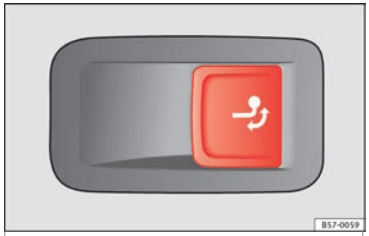

Fig. 219 On the right side of the luggage compartment: button for unlocking the tow hitch.
- Pull the ››› Fig. 219 button briefly. The tow hitch unlocks electrically and automatically turns outwards. The control lamp in the button will flash ››› Fig. 219.
- Pull the ››› Fig. 219 button briefly. The tow hitch unlocks electrically.
- Turn the tow hitch under the bumper with your hand until you feel and see that it engages and the control lamp on the ››› Fig. 219 button stays on.
- If the warning light of the button ››› Fig. 219 *is flashing*, this means that the tow hitch has not been attached properly or is damaged ››› ⚠.
- **Never press the ››› Fig. 219 button when there is a trailer hooked to the vehicle or when a carrier system or other accessories are mounted on the tow hitch.**